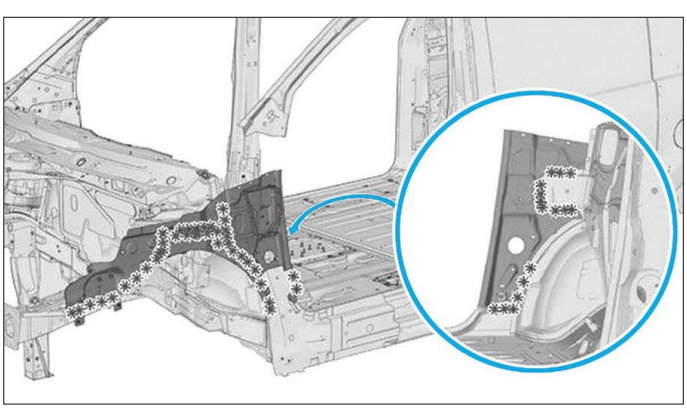

**FIG. 32**
• Découper les points **(Fig.32)**.